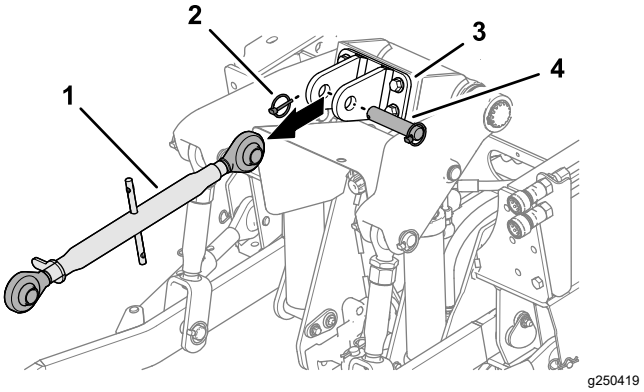

Figuur 25
3. Indien gemonteerd, verwijder de lynchpen, de gaffelpen en de bovenste koppeling van de 3-punts trekhaak uit de beugel voor de bovenkoppeling (Figuur 25).